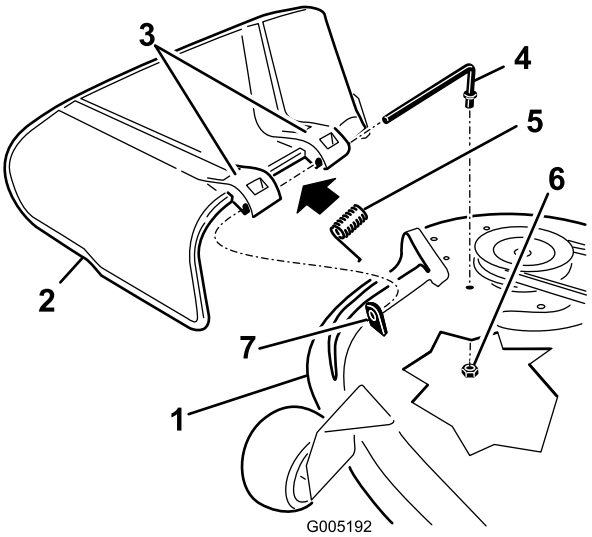

Figura 60
1. Individuate le parti illustrate nella Figura 60.
2. Togliete il dado da 3/8 poll. dall'asta sottostante il tosaerba (Figura 60).
3. Estraete l'asta dal distanziatore corto, dalla molla e dal deflettore dell'erba (Figura 60). Togliete il deflettore dell'erba tagliata se è danneggiato o consumato.
4. Riposizionate il deflettore dell'erba (Figura 60).
6. Collocate la molla sull'asta (tenendo abbassati i fili alle estremità), tra le staffe del deflettore di sfalcio. Fate scorrere l'asta attraverso la seconda staffa del deflettore dell'erba (Figura 60).
7. Inserite l'asta dalla parte anteriore del deflettore dello sfalcio, nel piccolo isolatore sul piatto di taglio. Fissate l'estremità posteriore dell'asta nel tosaerba con un dado (3/8 poll.) (Figura 60).